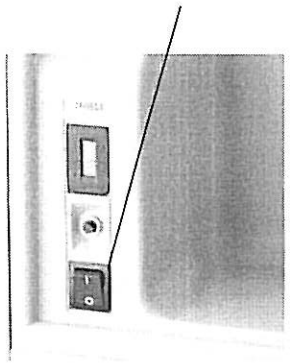

Figure 2
7. Locate the power switch on the front of the unit, and switch it to the **I** position (on). (Figure 2.)